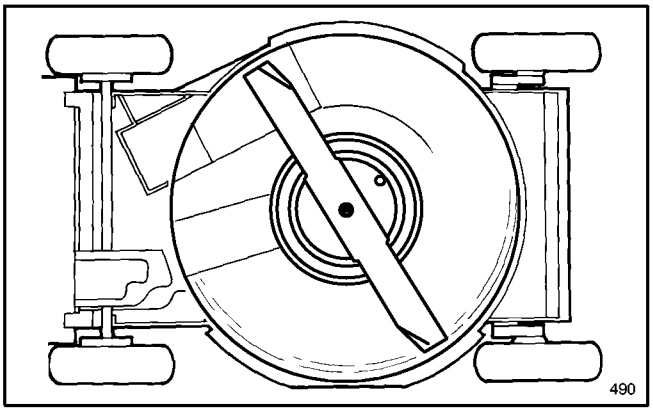

Abbildung 29
3. Den Mäher auf die linke Seite kippen (Abb. 29). Drehen des Mähmessers vermeiden, da das zu Startproblemen führen könnte.